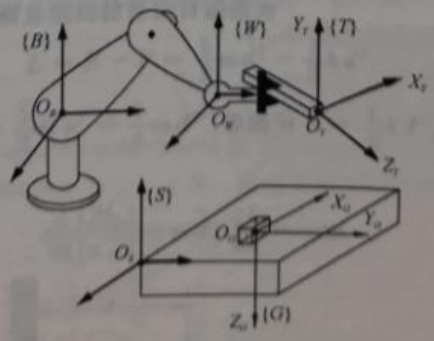

图 3.48 确定工具坐标系的变换方程
3.7 图 3.48 中，并不知道工具的准确方位 ${}^{W}_{T}T$。应用力控制，当工具尖端插入座孔（或目标）位置 ${}^{S}_{G}T$ 时，机器人能感觉到插入情况。一旦达到这一对准位形，即坐标系 $\{G\}$ 与 $\{T\}$ 重合，机器人的位置 ${}^{B}_{W}T$ 就能够由关节角传感器的读数确定，并计算出其运动学特性。假设 ${}^{B}_{S}T$ 和 ${}^{S}_{G}T$ 为已知，试推导出计算未知工具坐标系 ${}^{W}_{T}T$ 的变换方程式。